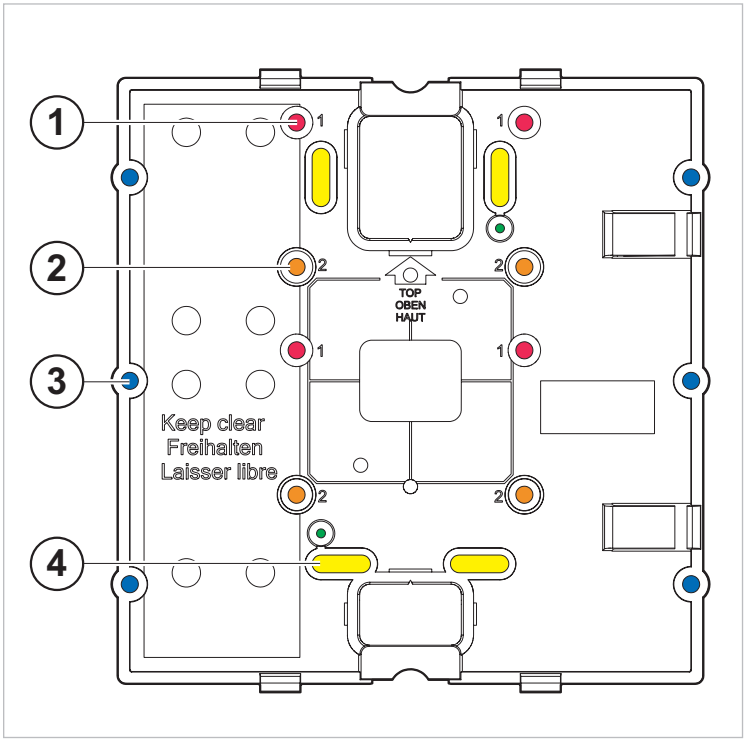

Fig. 5 Schraubenlöcher der Montageplatte
2. Universal-Montageplatte mit mindestens 4 Schrauben befestigen, je nach gewählter Montageart (siehe «Fig. 5 Schraubenlöcher der Montageplatte»).